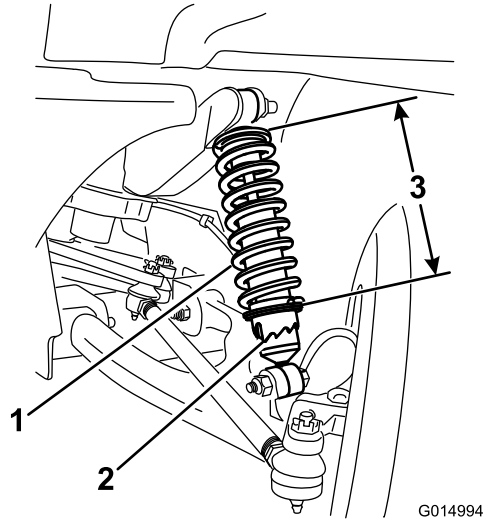

Figur 61
3. Brug værktøjet TORO 6010 til at dreje muffen på støddæmperen for at regulere fjederens længde (Figur 61).